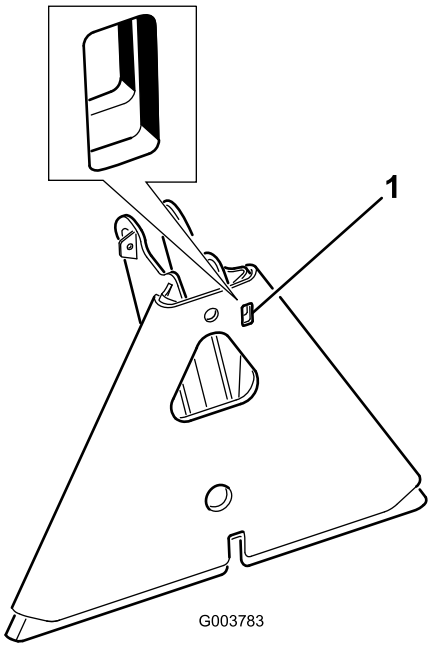

**Figur 18**
**Bemærk:** Hvis redskabsadapteren sætter sig fast til traktionsenhedens adapter, indsættes en løftestang/skruetrækker i vristerillen for at skille delene ad (Figur 18).